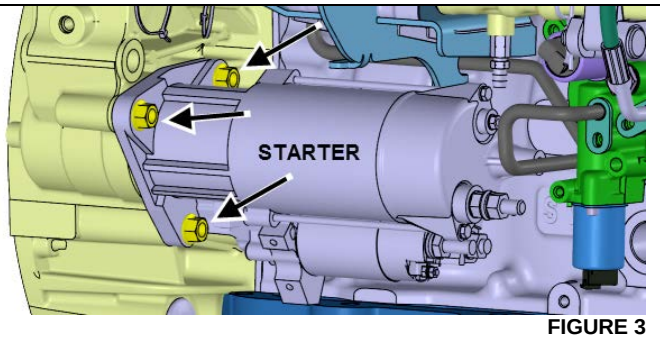

**FIGURE 3**
5. Using a 18mm socket, unscrew three bolts fastening the starter to the flywheel housing (FIGURE 3).